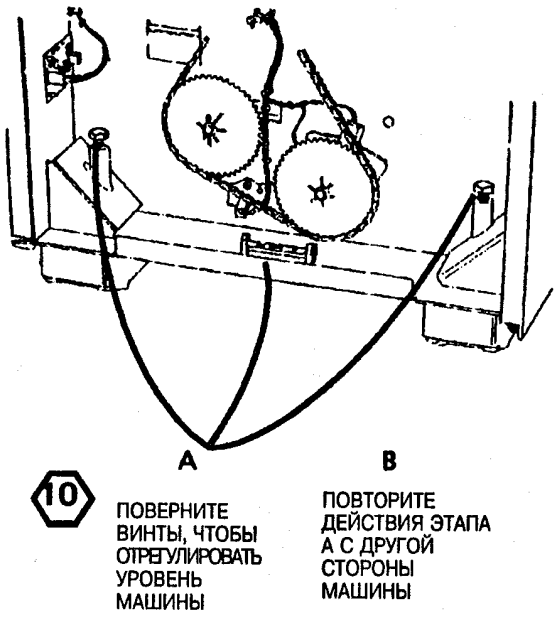

Рис. 14. Выровняйте уровень спереди-назад
13. (Рис.14): Выровняйте уровень спереди-назад.